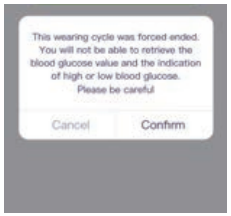

Figura 22 Confirmarea
2. Incheierea sesiunii senzorului în timpul unei sesiuni obișnuite, apăsați Terminare forțată. Va apărea o fereastră pe care să o confirmați, așa cum se arată în Figura 22. Dacă sesiunea de monitorizare este încheiată.